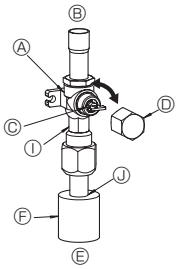
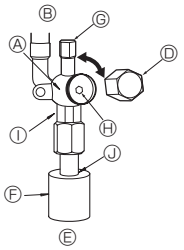

Fig. 4-6
Fig. 4-7
(1) Côté gaz de RP100-250 (Fig. 4-6)
① Enlever le capuchon, ramener la poignée vers soi et la tourner d'un quart de tour en sens inverse des aiguilles d'une montre pour ouvrir la vanne.
② Vérifier que la vanne d'arrêt est complètement ouverte, appuyer sur la poignée et tourner le capuchon pour le ramener sur sa position d'origine.
(2) Côté liquide de RP100-250 et côté gaz/liquide de RP35-71 (Fig. 4-7)
① Retirez le bouchon, et tournez la tige de soupape à fond dans le sens antihoraire avec une clé hexagonale de 4 mm. Arrêtez de tourner quand elle frappe la retenue.